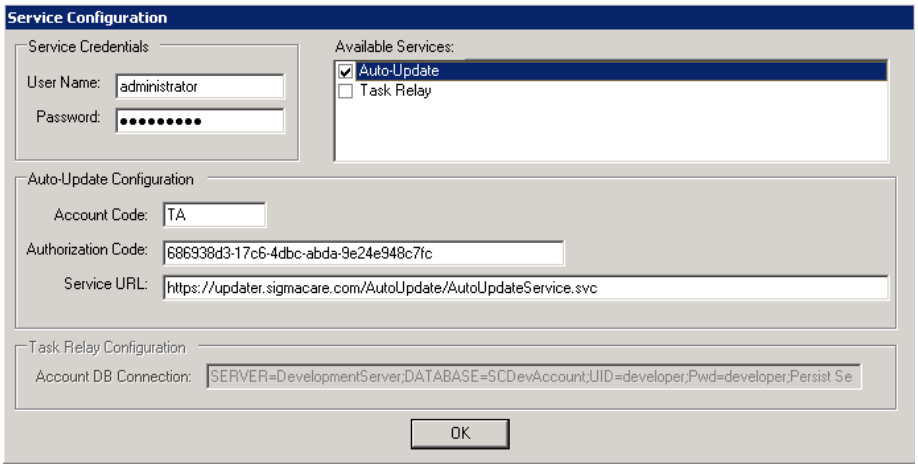

Figure 3
g) Using the information gathered in the Preparation Section, fill in the following details, then press **OK**. (Figure 3):